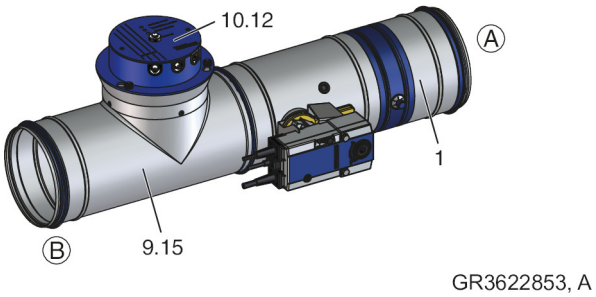

Afb. 9: FKRS-EU met veerretourmotor en rookmelder in een rond luchtkanaal
- Als alternatief kan de rookmelder in een rond luchtkanaal boven in een T-stuk geplaatst worden, zie Afb. 9 .